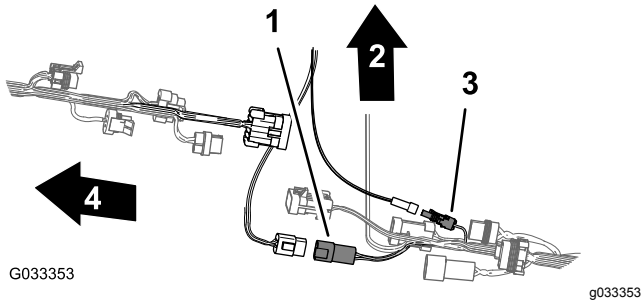

Figur 92
6. Kontrollera att det bakre kablagets kontakt med ett uttag och kontakten med fyra uttag är inriktade mot kablagets ovansida eftersom detta gör det enklare att ansluta navigeringsel- och datakablagen (Figur 92).